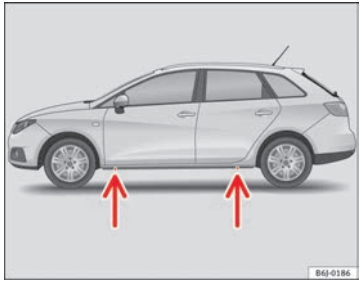

Fig. 148 Jack position points
– Locate the jacking point under the door sill closest to the wheel to be changed ⇒ Fig. 148.
Recesses at the front and rear of the door sills mark the jacking points ⇒ Fig. 148. There is only one jacking point for each wheel. Do not fit the jack anywhere else.